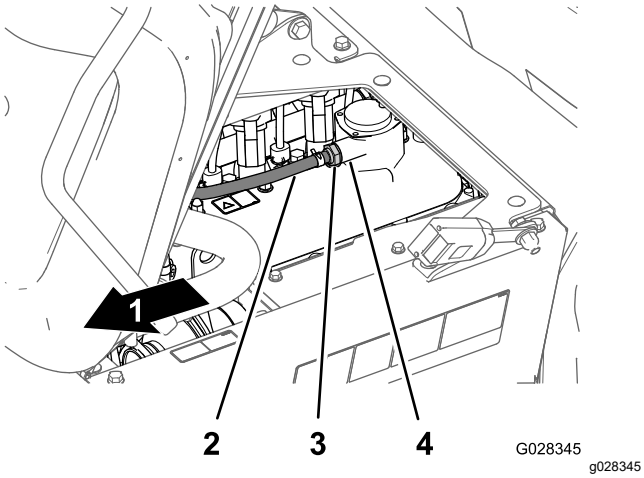

**Figur 76**
2. Ta bort PCV-ventilen från monteringen av ventilkåpan (Figur 76).
**Obs:** Om ventilens interna restriktor skallrar kan du låta serva PCV-ventilen. Om den interna restriktorn inte skallrar när du skakar på ventilen ska du byta ut PCV-ventilen (Figur 76).
4. För in PCV-ventilen i ventilkåpans kopplingstätning tills den sitter ordentligt (Figur 76).